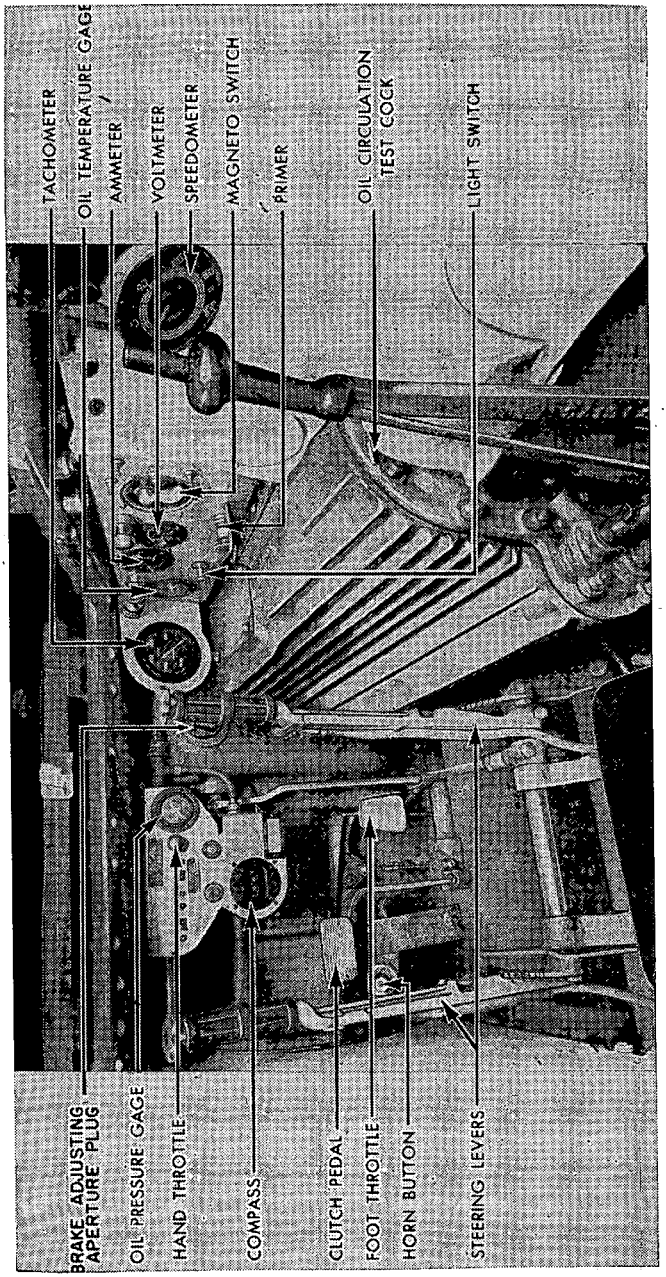

FIGURE 6.—Controls and instrument panel, driver's compartment.
b. Accelerator and hand throttle (figs. 6, 7, and 8).—A foot accelerator pedal is located to the right of the clutch pedal convenient to the driver's right foot. In conjunction with the foot pedal, a hand-operated throttle button is provided on the instrument panel which will hold the throttle at any desired opening.
c. Steering levers (fig. 6).—Two steering levers are mounted on the floor of the vehicle, one on each side and ahead of the driver's seat. To steer the vehicle, pull the steering lever on the side toward which it is desired to turn. Pulling back either one of the levers slows down the track on that side, while the speed of the other track is increased. Thus the vehicle turns with power on both tracks at all times.
e. Clutch (fig. 6).—The clutch pedal is located to the left of the transmission housing, convenient to the driver's left foot. To permit shifting of gears, the clutch is disengaged by depressing the clutch pedal. When the pedal is depressed, the connection between engine and power train is broken.
f. Gear shifting (fig. 6).—(1) *Description.*—Shifting of gears in the transmission for speed changes is accomplished by the gear shift hand lever, located on the transmission, to the right of the driver.